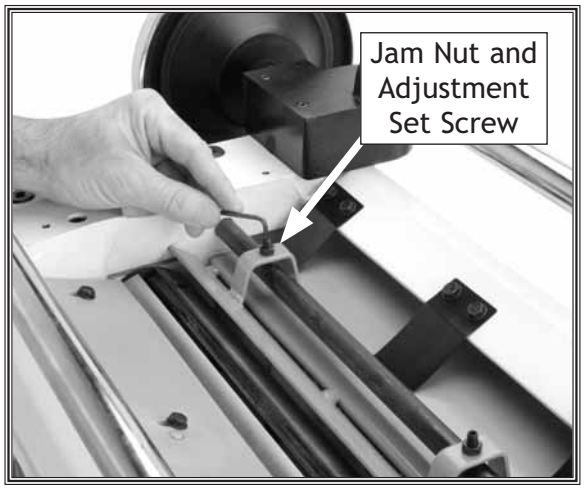

Figure 41. Chip breaker height adjustment.
8. Lower the chip breaker onto the boards, using the adjustment set screws shown in **Figure 41**.